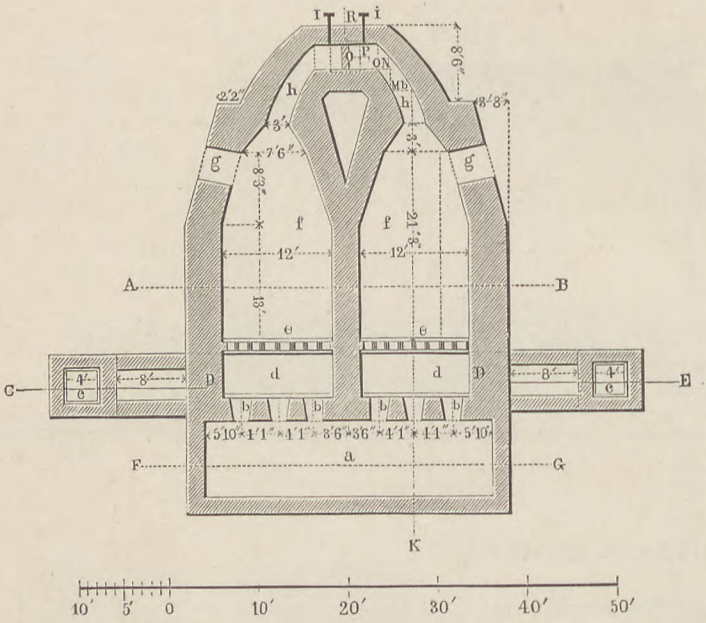

Fig. 378. Grundriß.
c. Flamm-Ziegelöfen. Hier geschieht die Verbrennung des Brennmaterials getrennt von der Ziegelware. Dies ermöglicht kurze Betriebszeit und Ersparnis an Brennstoff. Da derartige Oefen zuerst in der Umgegend von Kassel ausgeführt wurden, hat man ihnen den Namen „Kasseler Flamm-Ziegelöfen“ beigelegt. Fassungsraum 15—30000 Ziegel, Fig. 378—382.